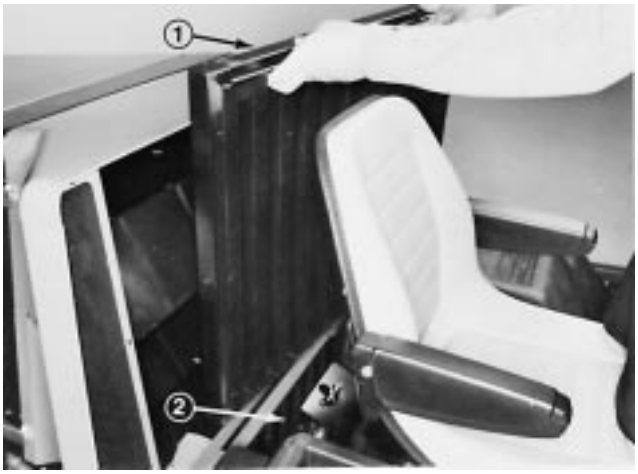

Figure 40
B. Remove upper and lower grille assemblies (Fig. 40).